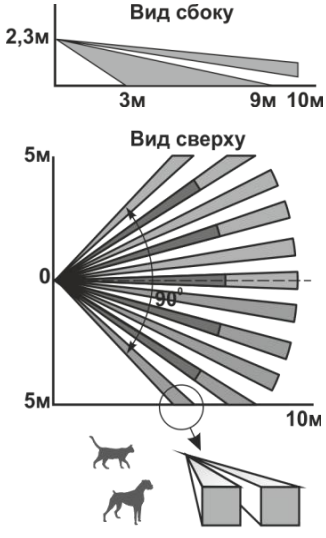

Рисунок 2
2.1 Принцип действия основан на регистрации изменений потока теплового излучения, возникающих при пересечении человеком зоны обнаружения, которая состоит из чувствительных зон. Каждая чувствительная зона состоит из двух элементарных чувствительных зон (рисунок 2). Чувствительные зоны извещателя формируются линзой Френеля и двухплощадочным пироэлектрическим приемником.